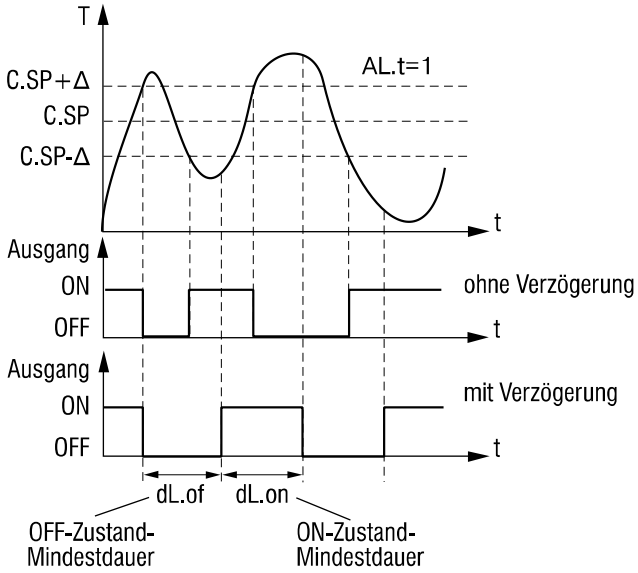

Abb. 6.11 Minimale Dauer des Ein- oder Aus-Zustands
3. Auch die minimale Dauer des Ein- oder Aus-Zustands des Ausgangs unabhängig vom Eingangszustand können in den Parametern **dL.on** und **dL.oF** (Gruppe PL-2) entsprechend eingestellt werden. Das Ausgangszeitdiagramm für diese Option ist in Abb. 6.11 dargestellt.